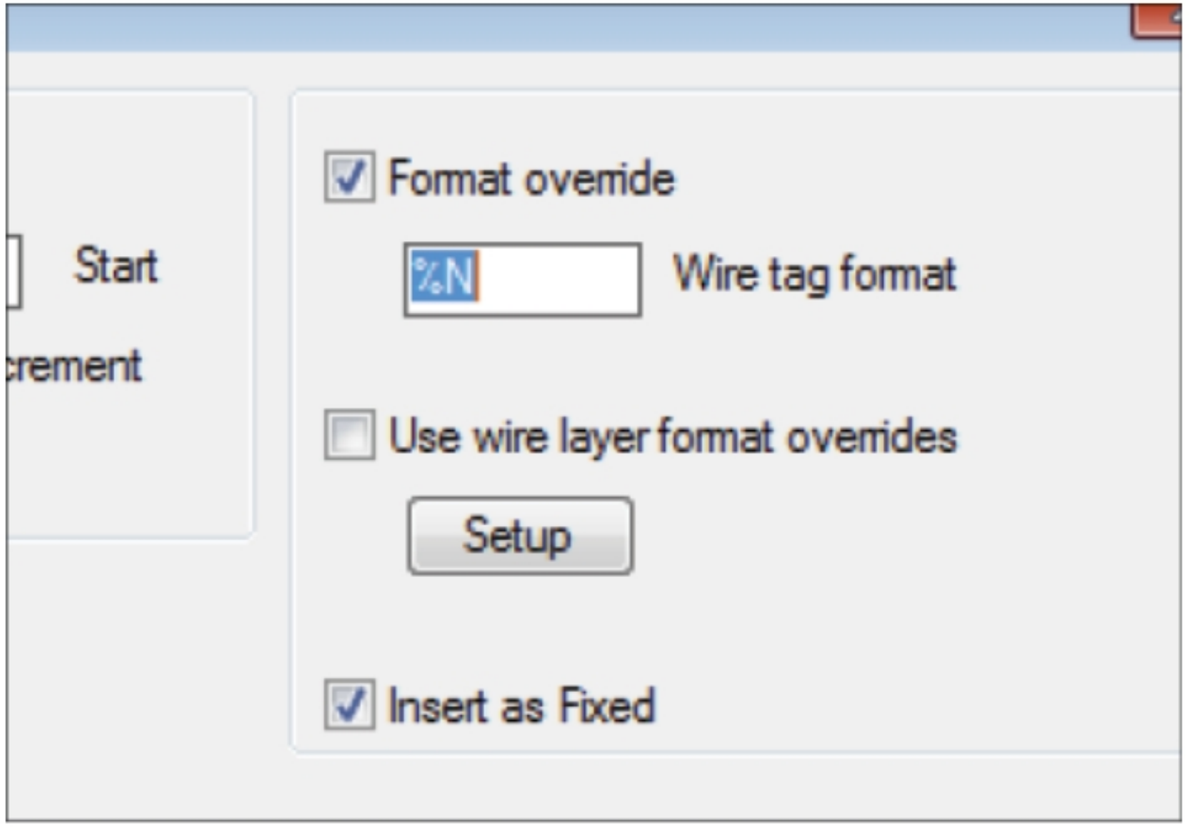

Figure-46. Format override
- Click in the edit box and remove **%S.** from the edit box so that **%N** is left in the box; refer to Figure-46.